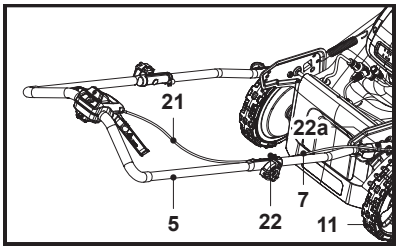

Fig. 4
6. Attach the control cord (21) with the cord clip (22) and the cord fastener (22a), which are pre-assembled on the handle bars (5, 7) (Fig. 4).